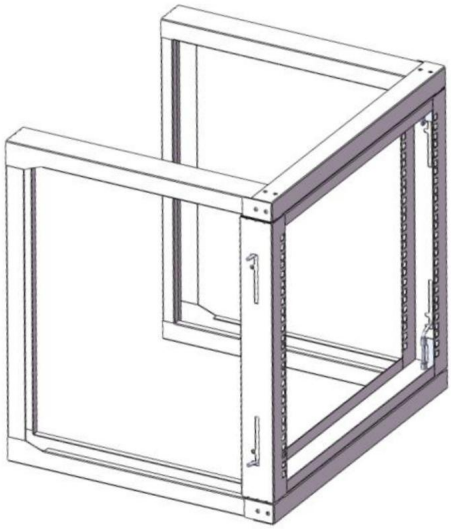

Figura 5
5. Adotta lo stesso passaggio del passaggio 4. Blocca uno alla volta i 2 fermi della porta del set di porte (3) sul telaio. Assicurati che il set di porte sia fissato. Vedi Figura 5